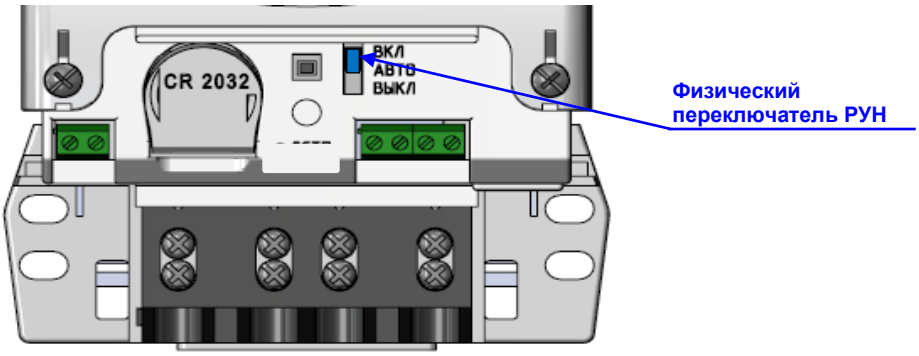

Рисунок 14 – Исполнения счетчиков CE208 S7 с физическим переключателем РУН
- жидкокристаллический индикатор (1);
- световой индикатор функционирования «СЕТЬ» (2);
- один световой индикатор учета активной энергии (A) и один световой индикатора учета реактивной энергии (R) (3);
- элементы оптического порта (4);
- кнопка "КАДР" (5);
- кнопка "ПРСМ" (6);
- физический переключатель РУН (см. рисунок 14) (7);
- прозрачная крышка зажимов (8).